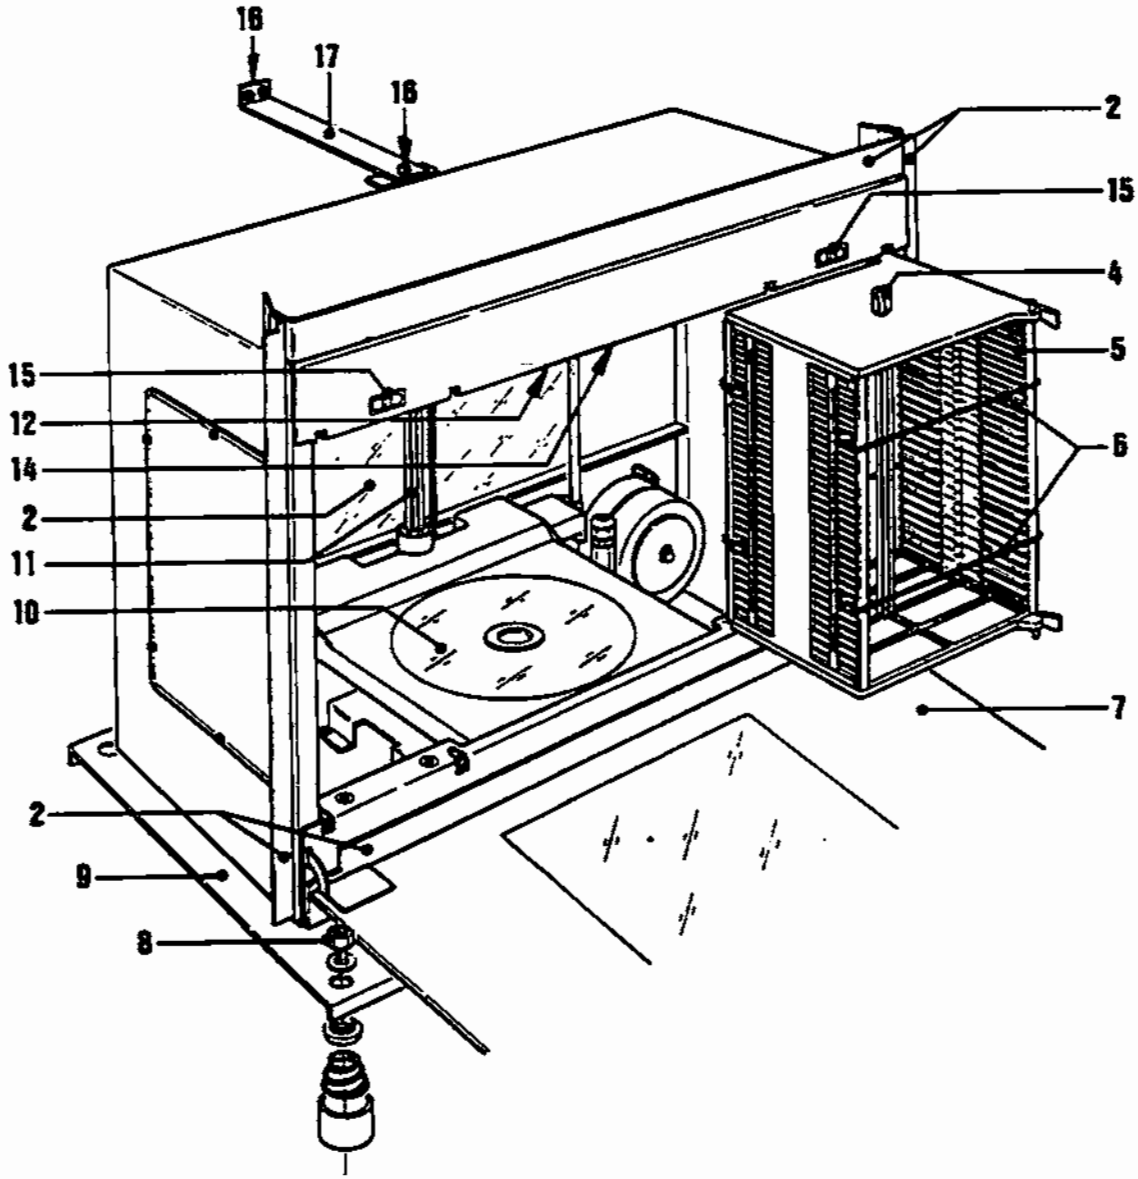

Figure 1: CD changer, transportation fixtures
4. Push the corresponding black knobs (Fig.1–15) to the center and swing out the left and right CD storage magazine (Fig.1–5)
5. –Remove the red plastic splint from the lift axle (Fig.1–11)
6. Remove the four metal clamps mounted to each CD storage magazine (Fig.1–6) by gently pulling them towards you
If the holding plate (Fig.1–12) is to be folded down, the fastening screw (Fig.1–14) is to be removed.
2. Push the corresponding black knobs (Fig.1–15) outwards and remove the magazines
3. Remove design parts: Take out front glass (Fig.1–7)
Inserted CD's can be kept from falling out when the red plastic splint from the lift axle as well as a second one from the enclosed package is put through the opening (Fig.1–4) and all CD's of the magazines.
Push the corresponding black knob (Fig.1–15) to the center, fold out the magazine, pull out a tray and load a CD's. Observe the sequence of the magazine and title strip numbers.
To take out the magazines push the corresponding black knobs (Fig.1–15) to the outside; take out magazines one after the other!
When transporting loaded magazines the CD's can be protected against falling out by inserting the red plastic splint (Fig.1–4) through the magazines and all loaded CD's.
Use the enclosed four metal clamps (Fig.1–6) as transportation fixture for the CD–magazins.